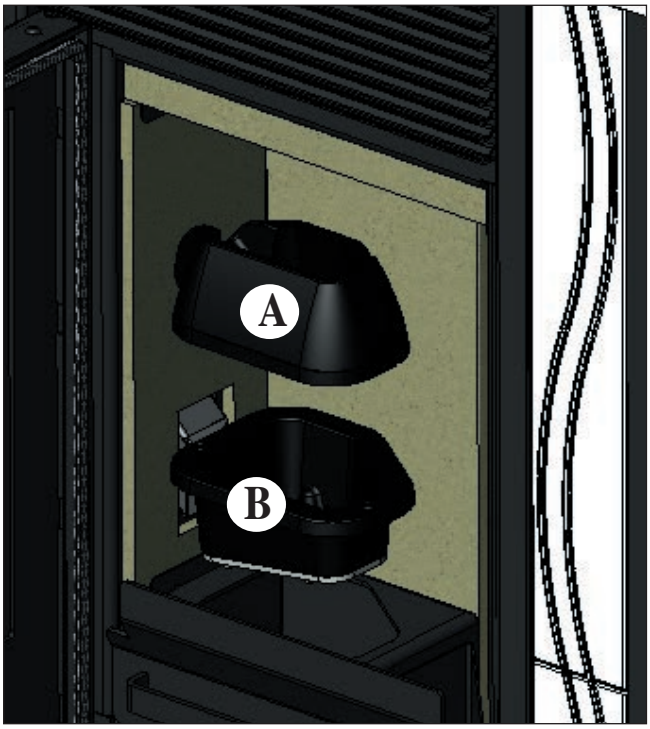

fig. 1
Après le nettoyage normal, il est PRIMORDIAL d'assembler correctement le creuset supérieur (A) (fig.1) avec le creuset inférieur (B) (fig. 1) afin de ne pas compromettre le fonctionnement du poêle.